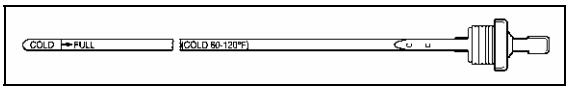

FIGURE 7: COLD CHECK 07063
4. Insert the dipstick into the tube and then remove, checking the oil level reading (Fig. 7). Repeat the check procedure to verify the reading. If the oil reading is within the "Cold Run" band, the level is satisfactory for operating the transmission until the oil is hot enough to perform a "Hot Run" check. If the oil reading is not within the "Cold Run" band, add or drain oil as necessary to bring the level within the "Cold Run" band.